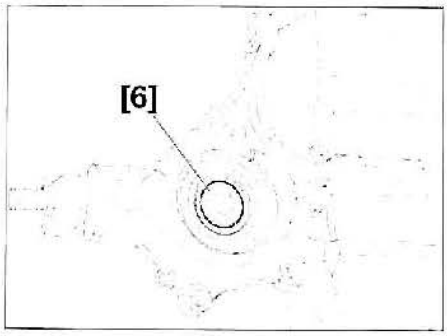

FIG. 18
• Colocar el útil [6] (punta de apoyo ref. 9501-T.C2) **(fig. 18)**.